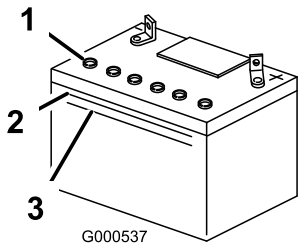

**Rysunek 43**
1. Spójrz na bok akumulatora. Poziom elektrolitu musi sięgać **górnej** linii (Rysunek 43). Nie dopuść, by poziom elektrolitu spadł poniżej dolnej granicy (Rysunek 43).
3. Usuń osłony odpowietrzenia z akumulatora (Rysunek 43).
4. Powoli wlewaj wodę destylowaną do poszczególnych ogniw akumulatora do czasu, aż poziom elektrolitu osiągnie górną linię (Rysunek 43) znajdującą się na obudowie akumulatora.
5. Po napełnieniu ogniw akumulatora odczekaj 5 do 10 minut. W razie potrzeby powoli wlewaj wodę destylowaną do czasu, aż poziom elektrolitu osiągnie górną linię (Rysunek 43) znajdującą się na obudowie akumulatora.